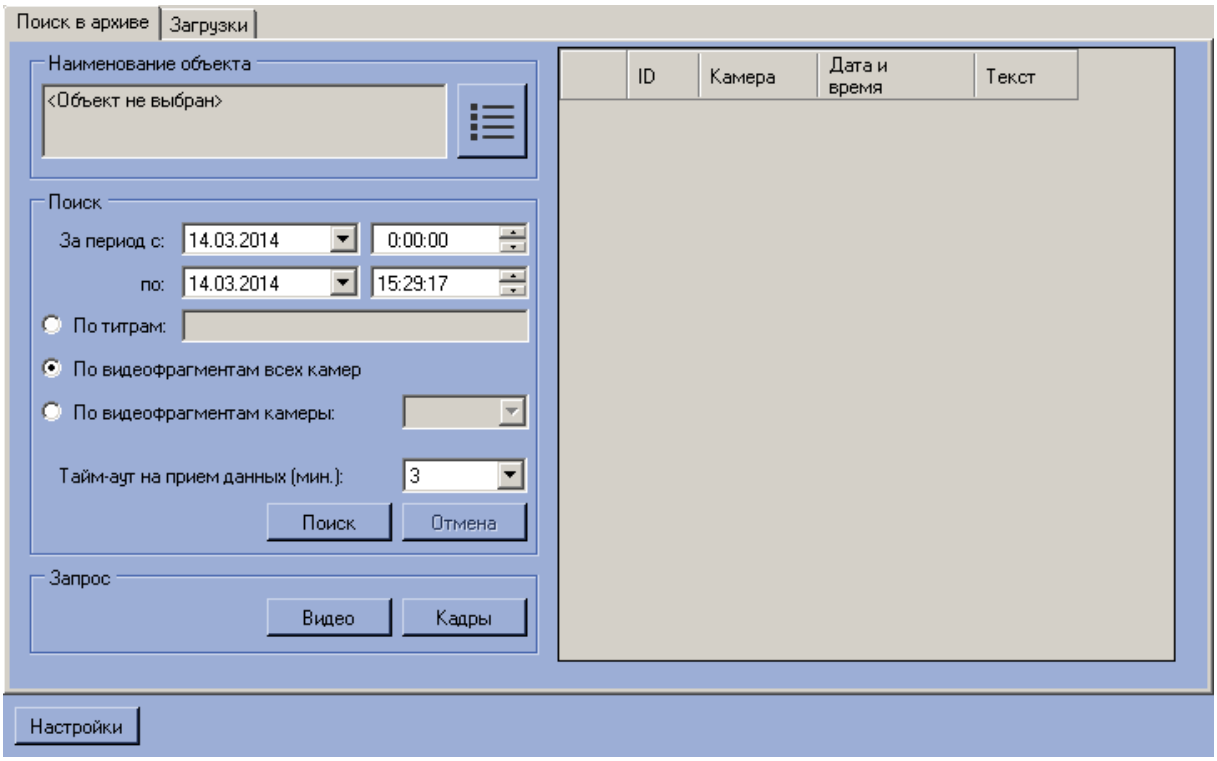

Рис. 5.3—1 Поиск в архиве
1. Визуализировать компонент **Поиск в архиве** (Рис. 5.3—1).